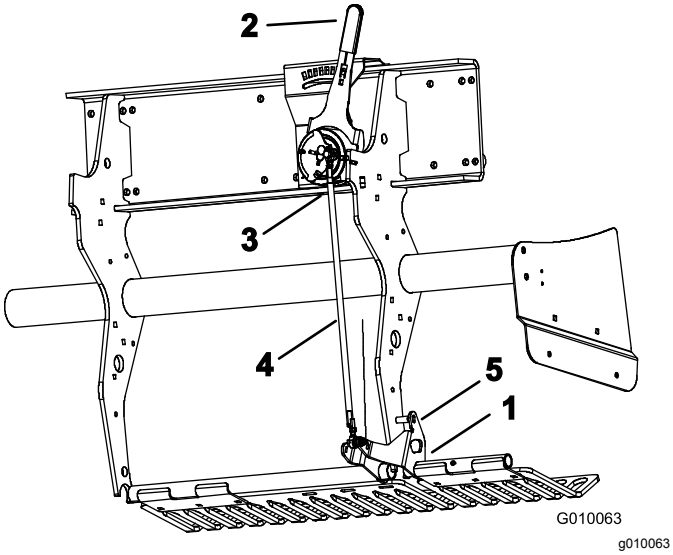

Figur 59
2. Drej plæneafskærmningens venstre monteringsbeslag (Figur 59) op, indtil der kan sættes en låsestift, f.eks. en borestang eller bolt (8 mm), ind mellem beslaget og det dybdeindstillingsrør, der er svejset fast på rammen.
3. Flyt håndtaget til indstilling af tinedybden (Figur 59) til H-positionen (dybeste).
4. Afbryd den udvendige kuglekontakt (Figur 59) fra ledningsnettet (hoved lavt-kontakt).
5. Løsn kontramøtrikkerne (venstre og højre) på dybdejusteringsforbindelsesstangen (Figur 59).